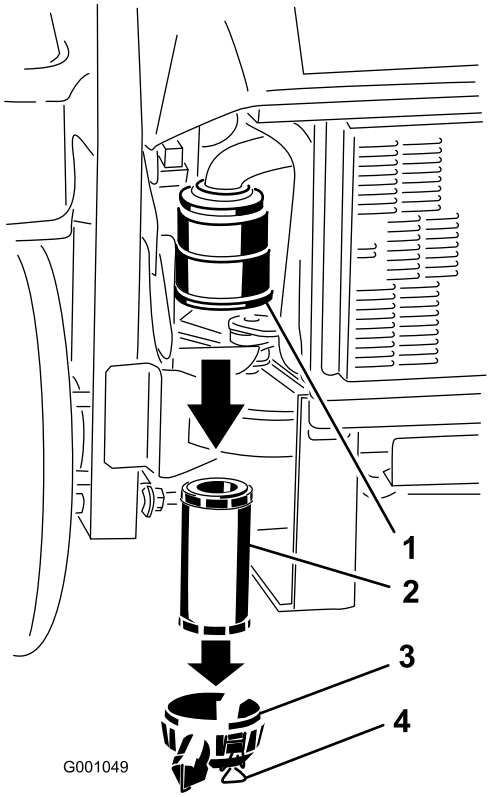

Rysunek 43
3. Zwolnij zatrzaski znajdujące się na filtrze powietrza i zdejmij pokrywę filtra powietrza z obudowy filtra (Rysunek 43).
5. Delikatnie wysuń filtr powietrza z obudowy (Rysunek 43). Nie pukaj filtrem o ścianki obudowy.